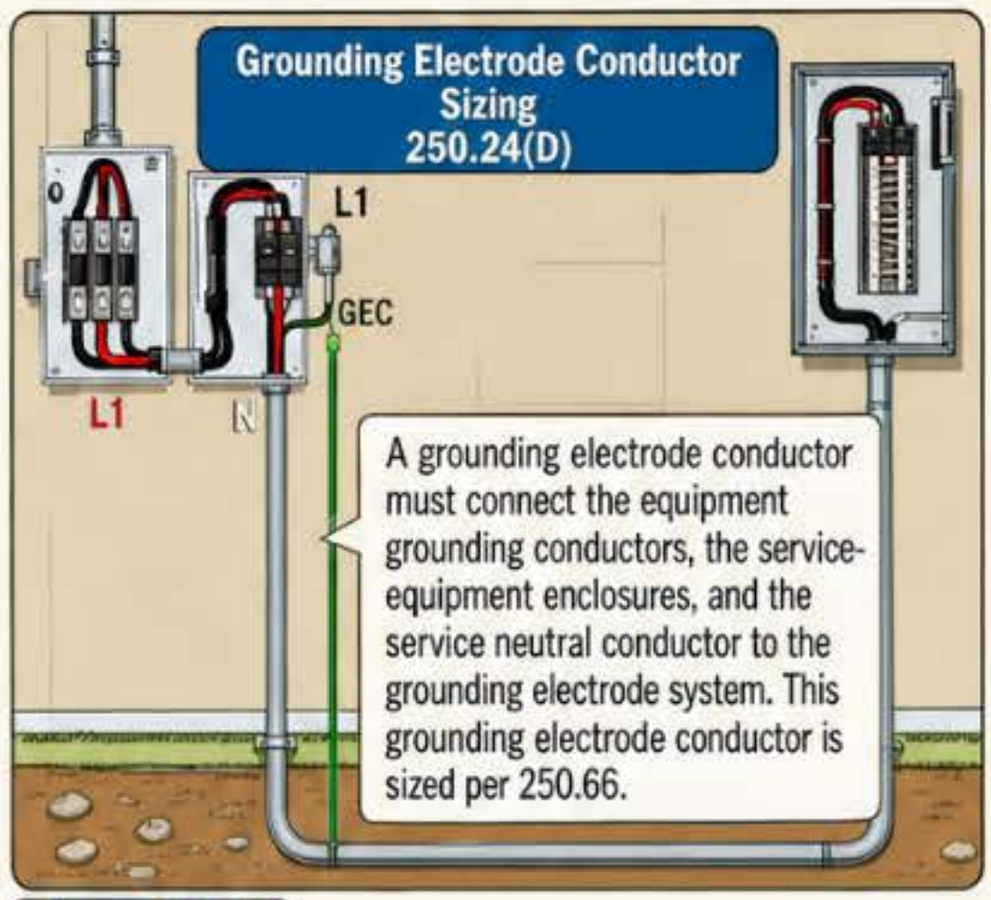
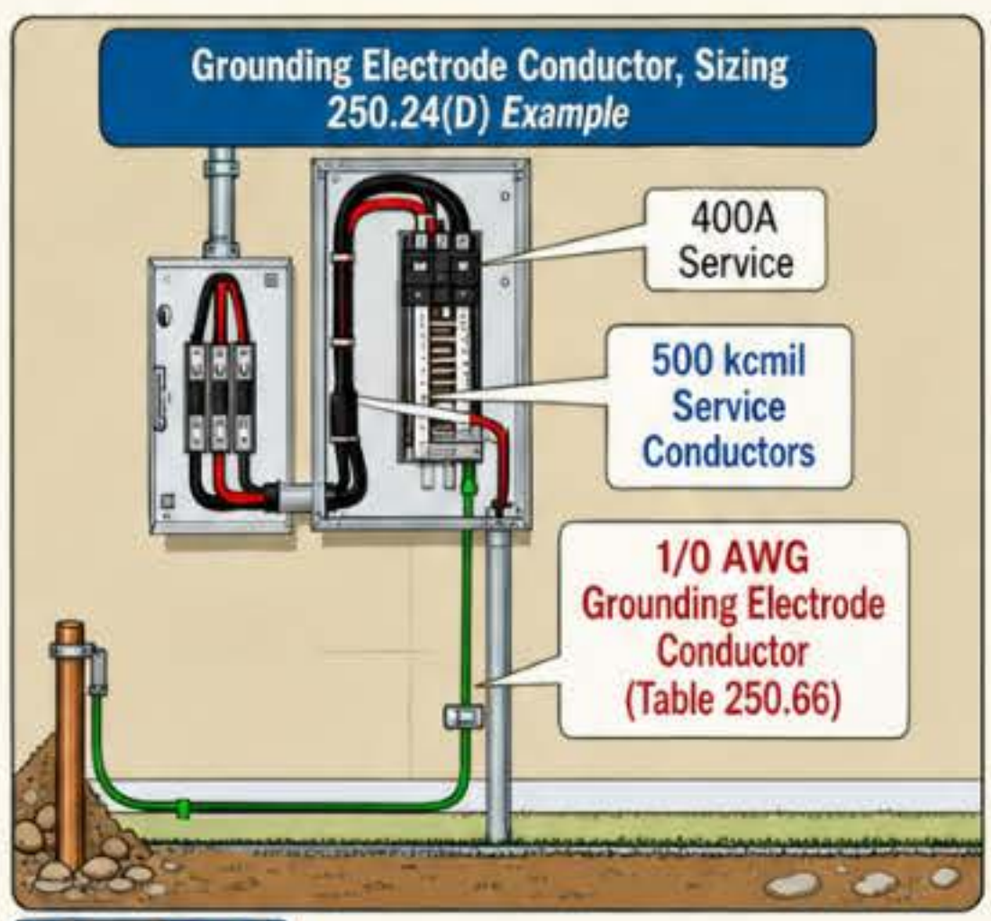

Figure 250-62
Figure 250-63
(3) Delta-Connected Service. The grounded conductor of a three-phase, 3-wire delta service must have an ampacity not less than that of the phase conductors.
(D) Grounding Electrode Conductor. A grounding electrode conductor must connect the equipment grounding conductors, the service-equipment enclosures, and the service neutral conductor to the grounding electrode system. This grounding electrode conductor is sized in accordance with 250.66. Figure 250-62 Figure 250-63